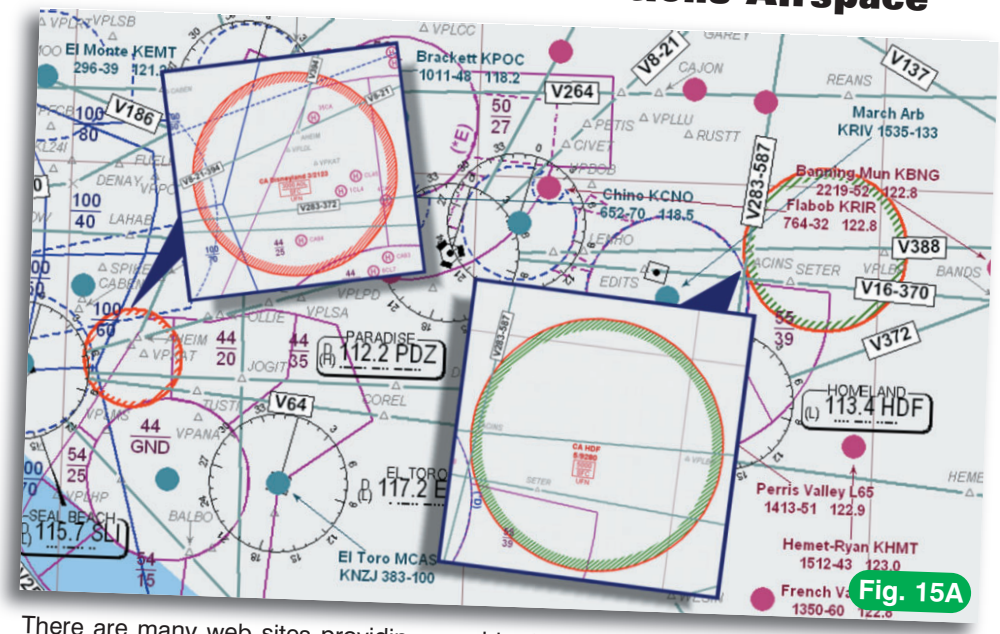

Fig. 15A
4. The ever unpopular and ever moving *temporary flight restrictions* (TFRs) as shown in Figure 15A